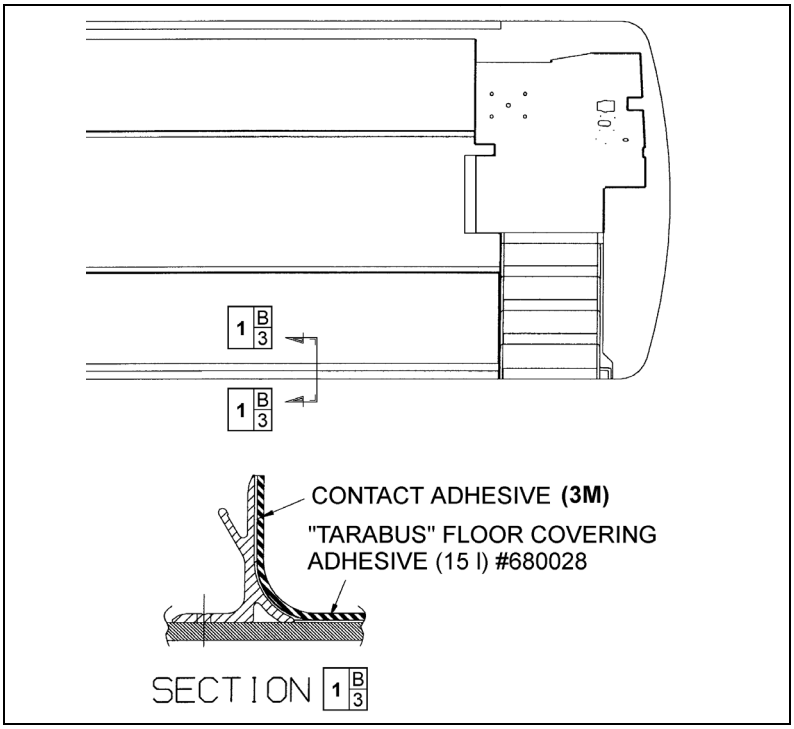

**FIGURE 92: TARABUS FLOOR COVERING ADHESIVE APPLICATION** 18640
6. Apply floor covering adhesive (680028) onto plywood using a serrated spreader with 1/8-inch serration. If required, apply contact adhesive (3M) (684655 or 684654) onto aluminum molding and also onto section of floor covering, which will be in contact with molding (refer to Figure 92).